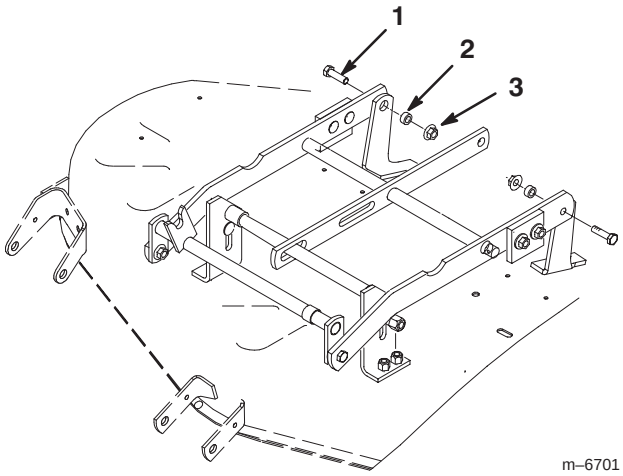

Figure 5
7. Secure each draft bar to the rear mower brackets with a capscrew (3/8 x 1–1/4 inch), spacer (5/16 inch long) and flange nut (3/8 inch) (Fig. 5). Position the fasteners as shown in figure 5.